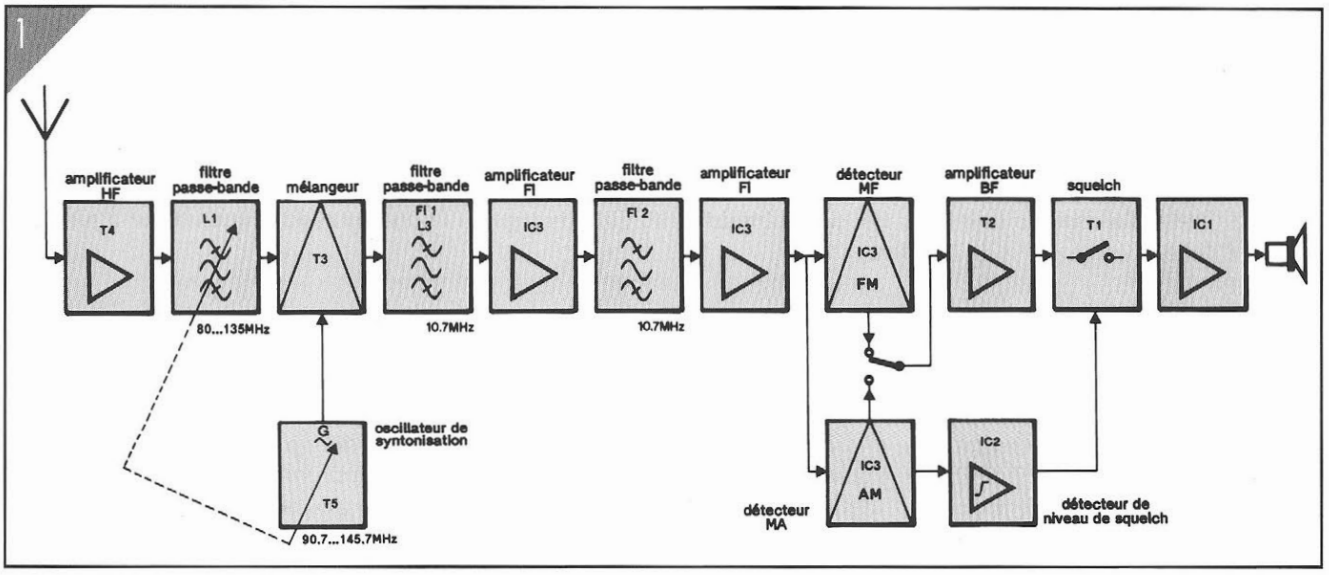

Figure 1 : Synoptique du récepteur AM / FM.
L' examen du synoptique de la **figure 1** nous apprend que nous nous trouvons en présence d'un récepteur du type superhétérodyne à conversion simple dont la fréquence intermédiaire (FI) est de 10,7 MHz. La section hautes fréquences (HF) composée de l'amplificateur d'entrée HF., du mélangeur (mixer) et de l'oscillateur local présente une structure conventionnelle.